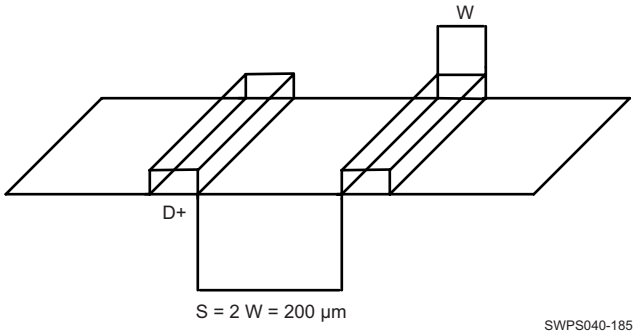

**Figure 8-29. Ground Guard Illustration**
- For a line width equal to W, the spacing between two lines must be 2W, at least. This minimizes the crosstalk between switching signals between the different lines. On the PCB, this is not achievable everywhere (for example, when breaking signals out from the device package), but it is recommended to follow this rule as much as possible. When violating this guideline, minimize the length of the traces running parallel to each other (see Figure 8-29).